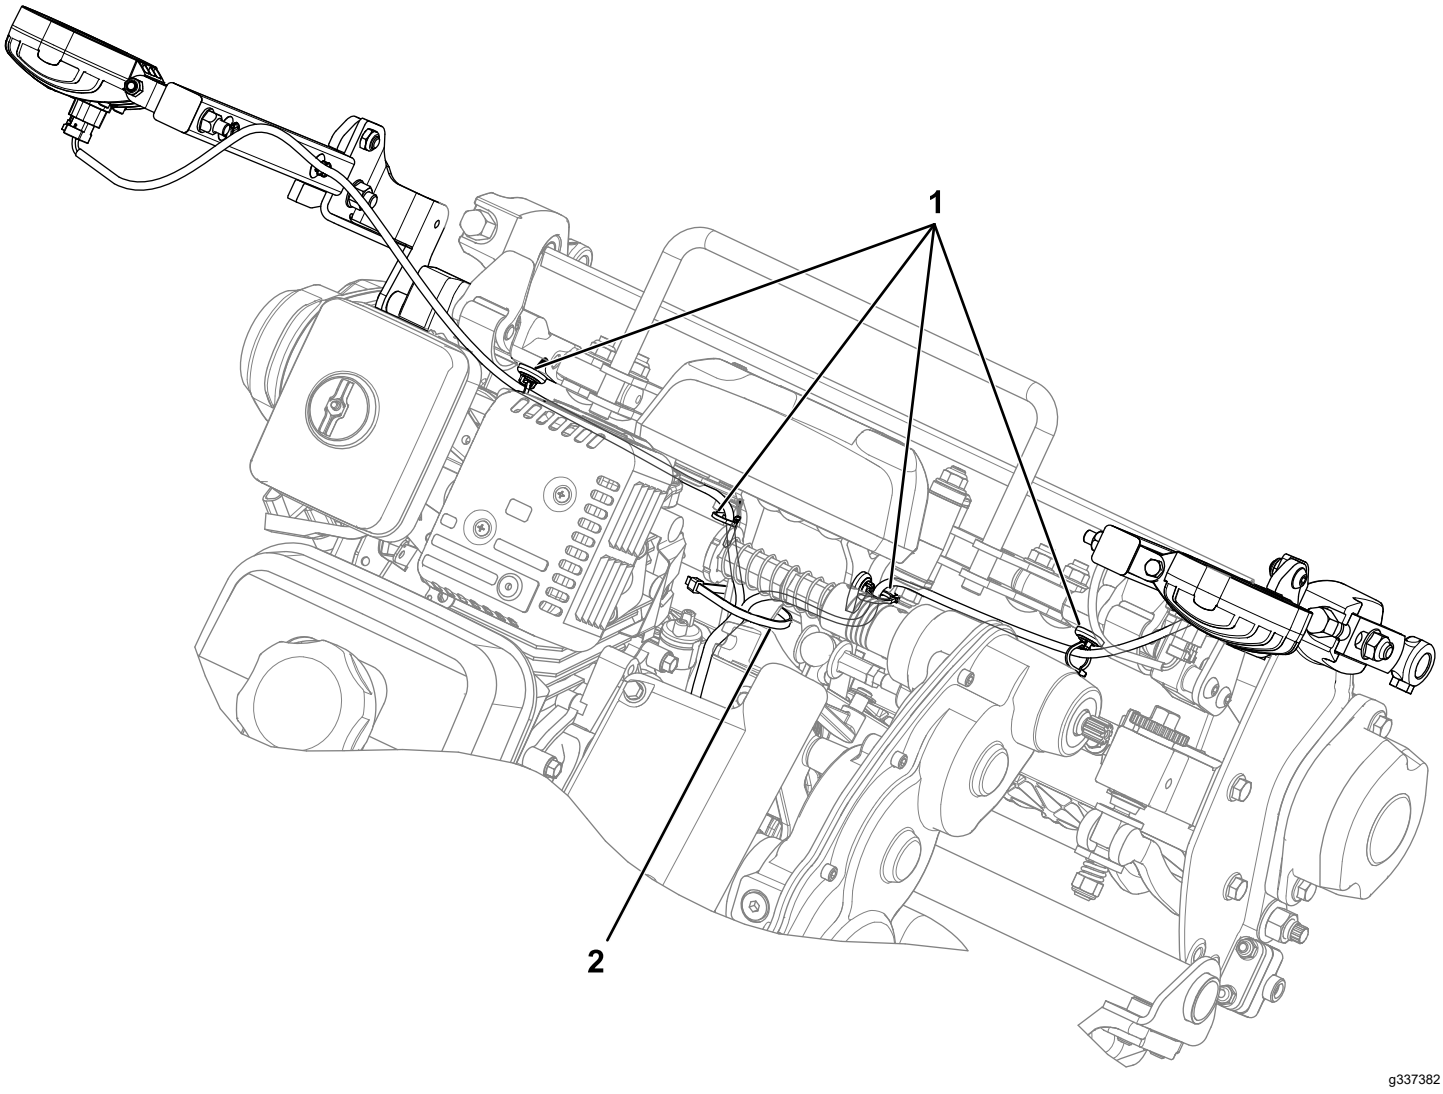

Figura 5
3. Instale as montagens da cablagem nas áreas da estrutura que se mostram na Figura 5.
4. Prenda as cablagens às montagens da cablagem (Figura 5).
6. Utilize uma braçadeira de cabos para prender a cablagem à estrutura (Figura 5).